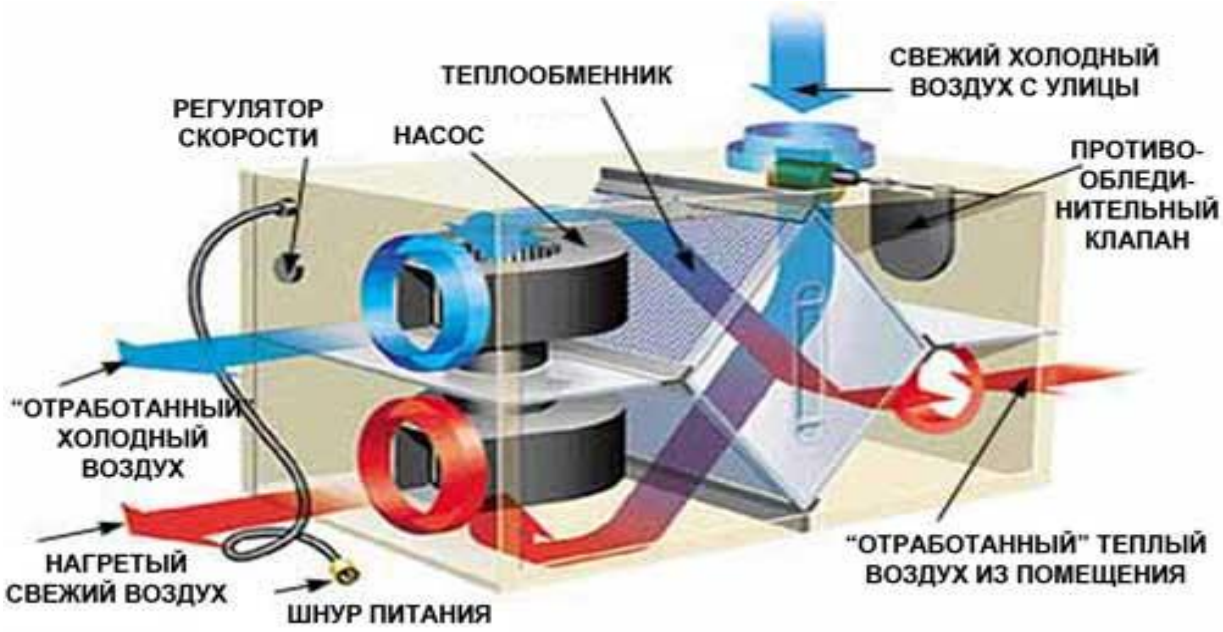

Рис.6. Устройство пластинчатого рекуператора.
- ✓ по конструкции — трубчатые, пластинчатые (Рис.6.), ребристые и др.;
- ✓ по назначению — подогреватели воздуха, газа, жидкостей, испарители, конденсаторы и т. д. (5)